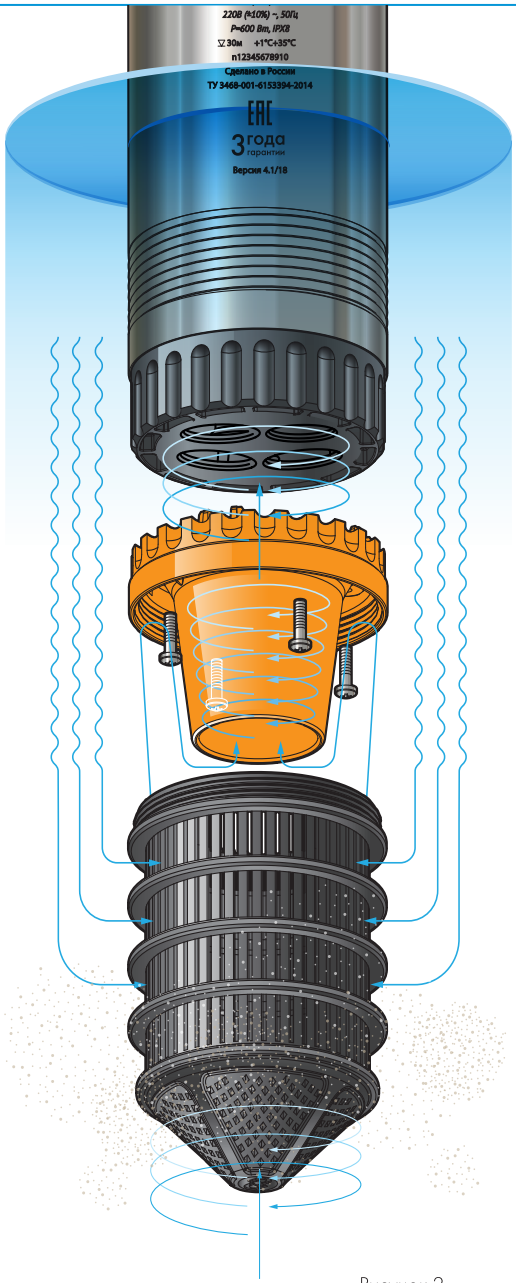

Рисунок 2.
- в нижней части насоса расположена водозаборная часть, состоящая из крышки и съемного сетчатого водозаборного фильтра (рисунок 2). Съемный водозаборный фильтр позволяет обеспечить двойную степень защиты насоса, предотвращая всасывание грязи и